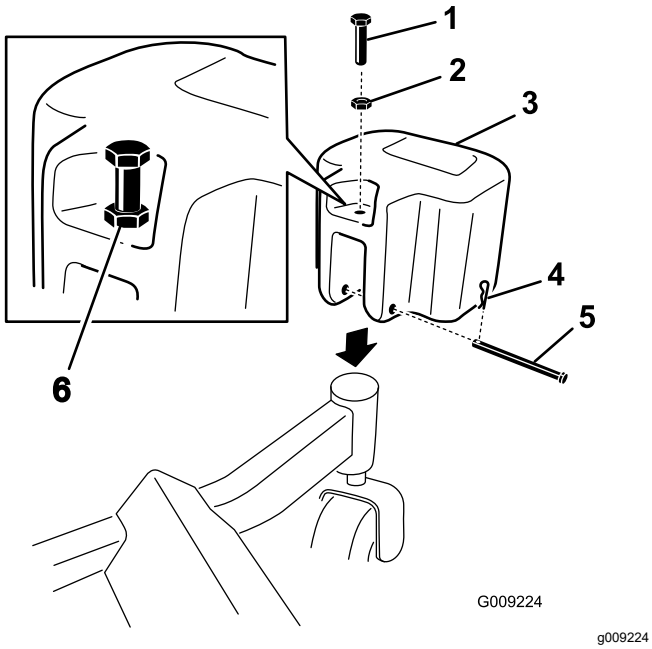

Figur 33
1. Monter styrevægte på de forreste styrehjul med en gaffelbolt og en låseclips (Figur 33).
2. Monter møtrikken på hver fransk skrue, og monter de franske skruer i hver vægt (Figur 33).